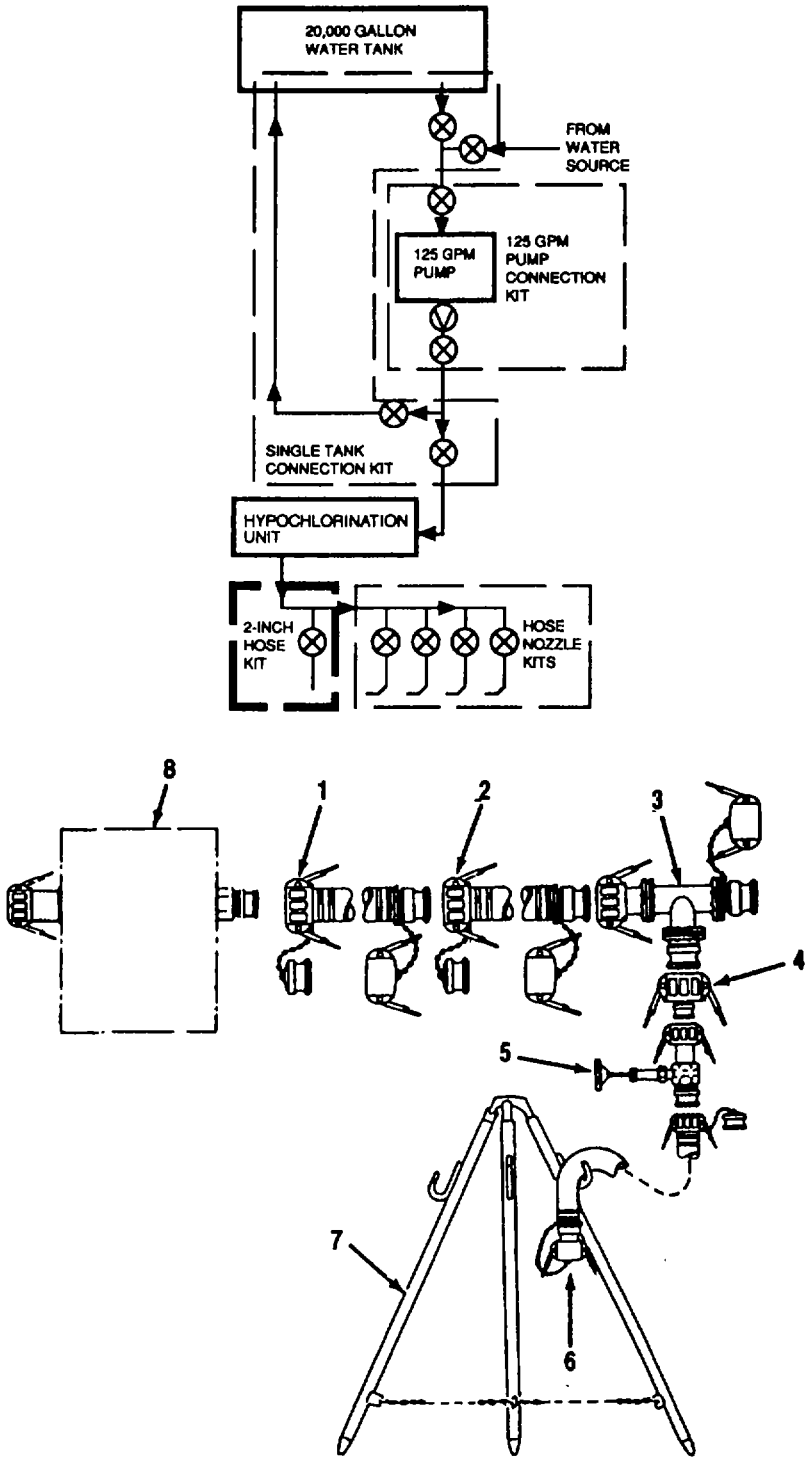

Figure 2-7. 2-Inch Hose Connection Kit Assembly
g. Assemble 2-Inch Hose Connection Kit. (Refer to Figure 2-7).